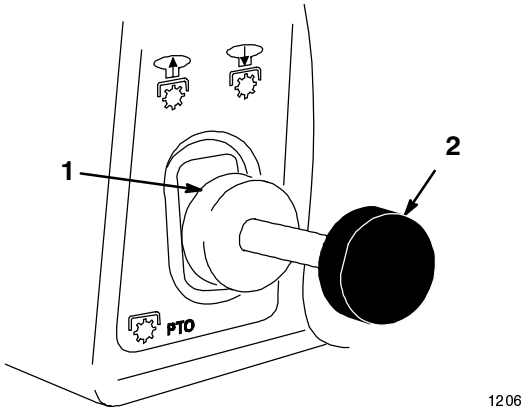

Figure 14
2. Tirer le bouton de prise de force (PdF) en position embrayée ("ON", Fig. 14).
2. Pousser le bouton de prise de force (PdF) en position débrayée ("OFF", Fig. 14).